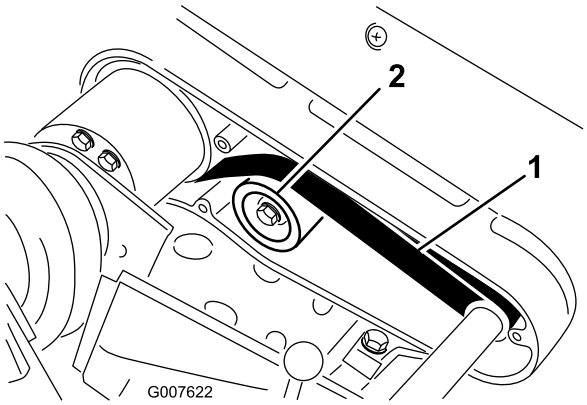

Rysunek 38
2. Sprawdź napięcie, wywierając nacisk na pasek w połowie rozpiętości między kołami (Rysunek 38) o sile w zakresie od 22 do 26 N.
A. Poluzuj nakrętkę mocującą koło pasowe luźne i obróć je w kierunku zgodnym z kierunkiem ruchu wskazówek zegara w stronę tylnej części paska aż do uzyskania wymaganego napięcia paska (Rysunek 38).